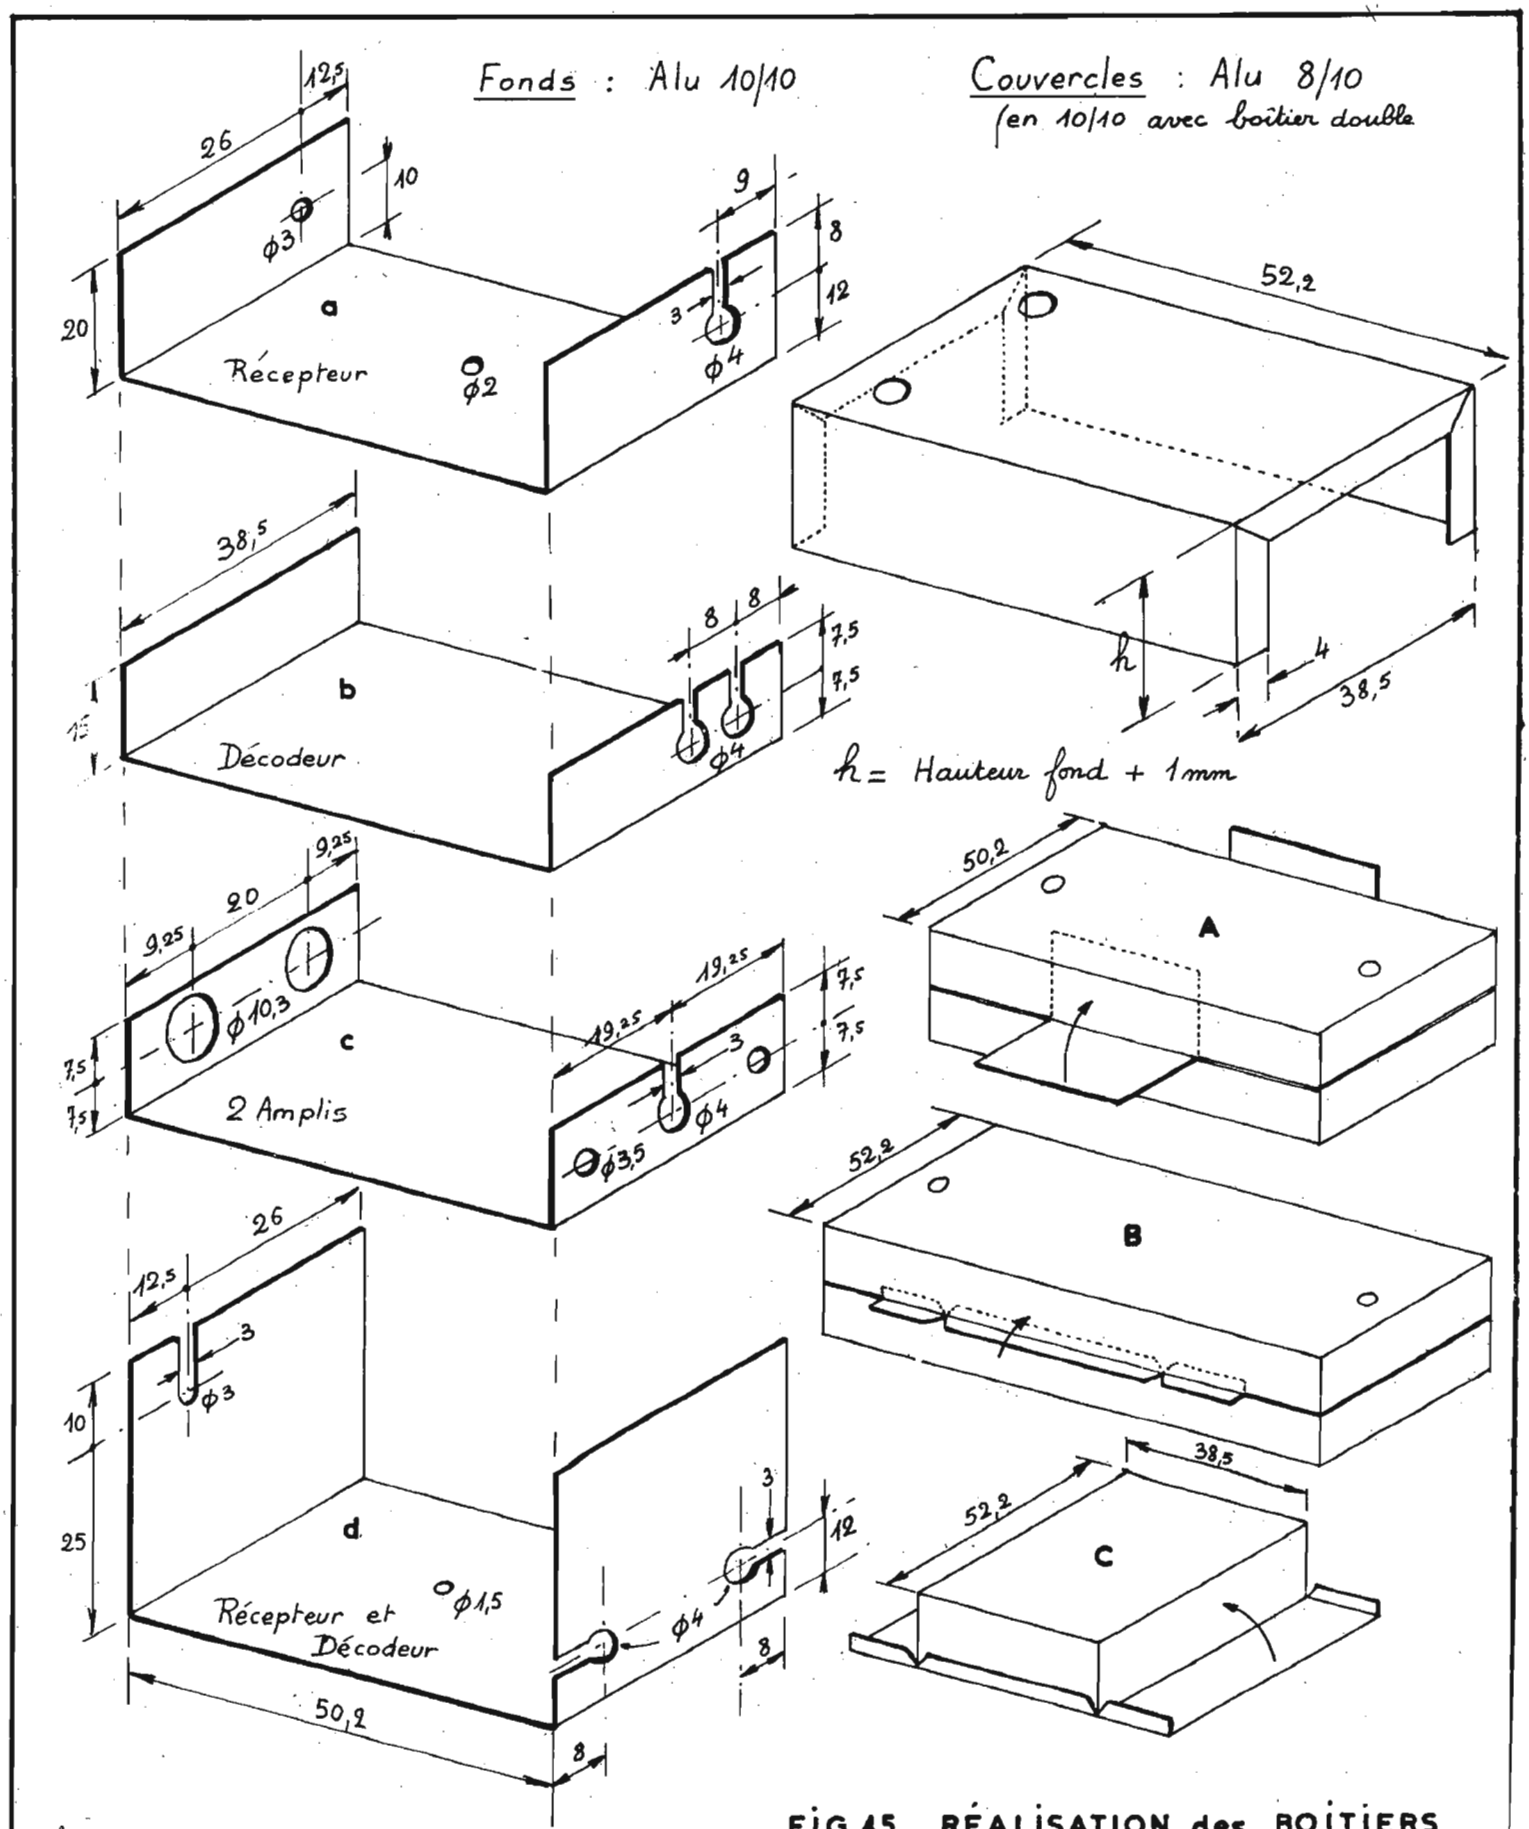

FIG 45 . RÉALISATION des BOITIERS
Si l'on veut obtenir un résultat impeccable, il faut absolument faire les presses et blocs de pliage de la figure 45.
– **Un boîtier double** (Fig. 45*d*) contenant récepteur et décodeur et utilisable dans le cas du Qx. amovible (ou non, d'ailleurs !). Rappelons que le décodeur sera dans le fond (Fig. 45*d*) pour résoudre le problème des sorties de fils.
– **2 boîtiers simples** (Fig. 45*a* et 45*b*), l'un pour le récepteur (h = 20 mm) et l'autre pour le décodeur (h = 15 mm). On peut alors facilement changer de fréquence, en changeant le récepteur complet (utilité du connecteur 3 broches).